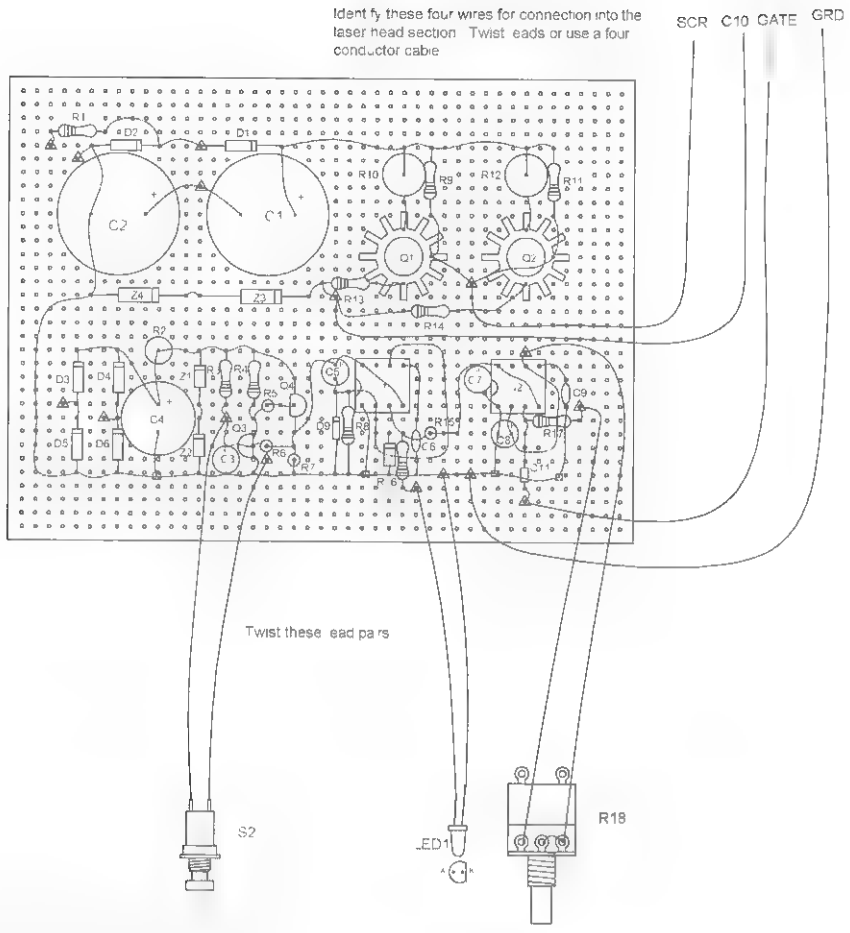

Figure 4-5 *Board output and control wiring*
5. Attach the external leads as shown in Figure 4-5 to the external components. Note the four leads that go to the laser head assembly. These